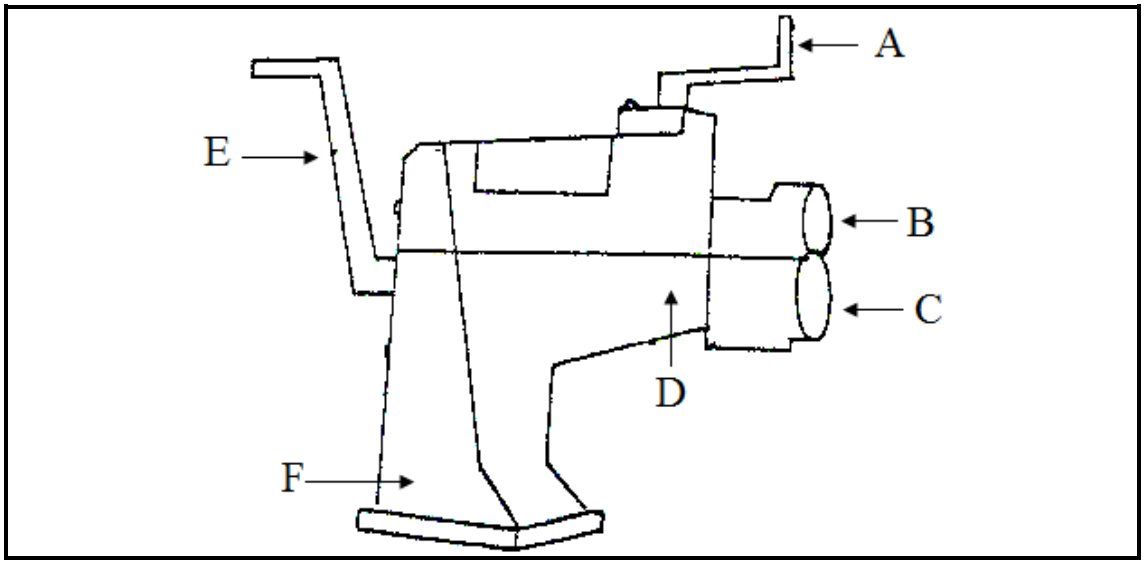

FIGURE 1
1.1 FIGURE 1 shows a swage jenny.